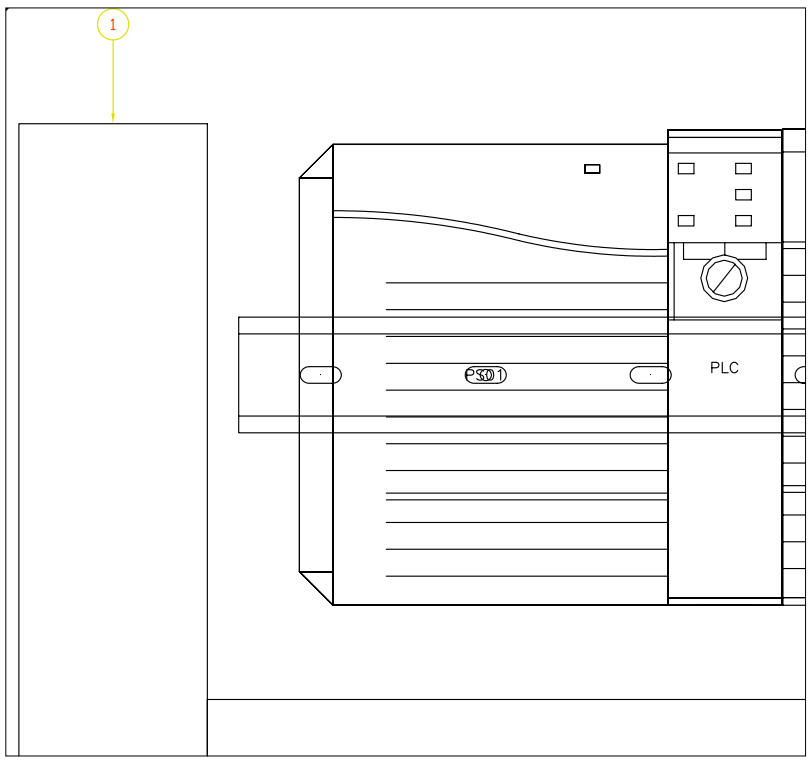

Figure P2-16 *The balloon inserted in the* ***PAN-01*** *DIN Rail*
5. Press ENTER; the balloon is inserted in the **PAN-01** DIN Rail, as shown in Figure P2-16; you